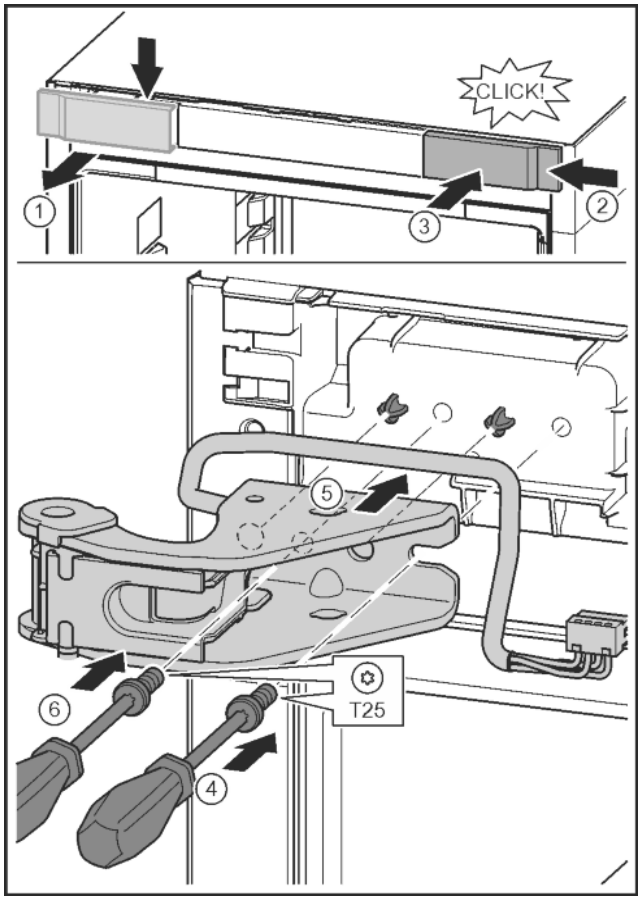

Fig. 31
▶ Abdeckung lösen und seitlich abnehmen. *Fig. 31 (1)*
▶ Abdeckung um 180° gedreht auf der anderen Seite von rechts einhängen. *Fig. 31 (2)*
▶ Abdeckung einrasten. *Fig. 31 (3)*
▶ Schraube mit Schraubendreher T25 ansetzen. *Fig. 31 (4)*
▶ Oberen Lagerbock ansetzen. *Fig. 31 (5)*
▶ Schraube festdrehen. *Fig. 31 (4)*
▶ Schraube mit Schraubendreher T25 einsetzen und festdrehen. *Fig. 31 (6)*